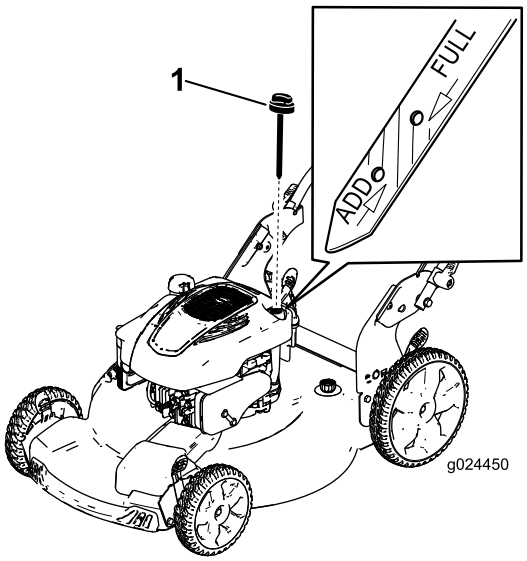

Bild 6
2. Entfernen Sie den Peilstab, indem Sie den Deckel nach links drehen und herausziehen (Bild 6).
5. Lesen Sie den Ölstand am Peilstab ab. (Bild 6)